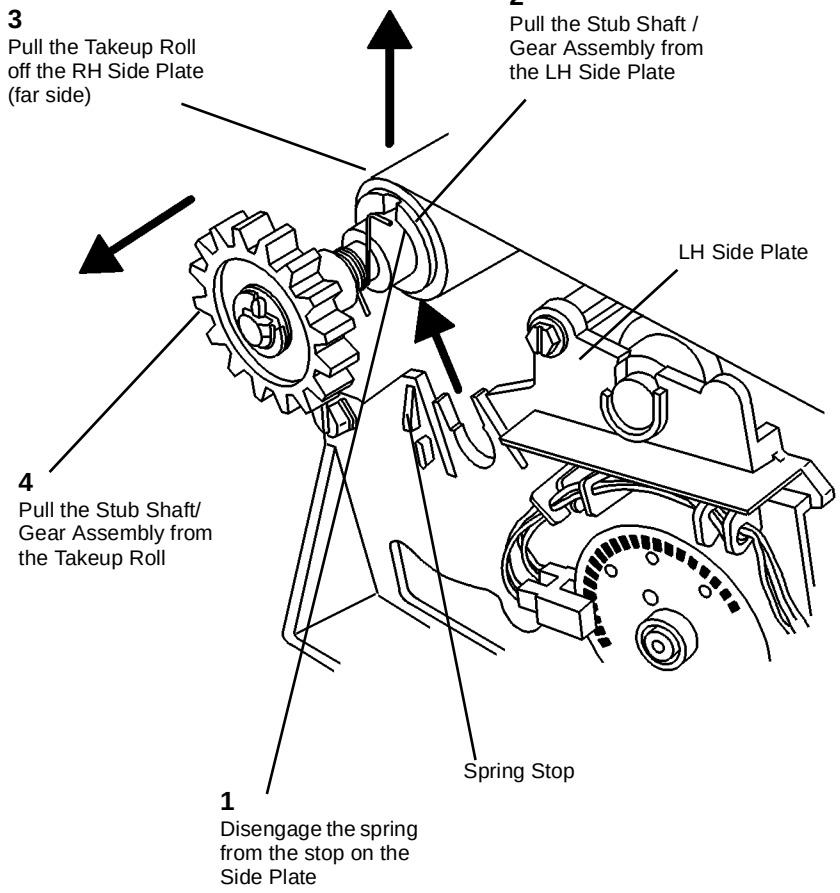

**Figure 2 Removing the Takeup Roll**
3. (Figure 2): Remove the Takeup Roll.